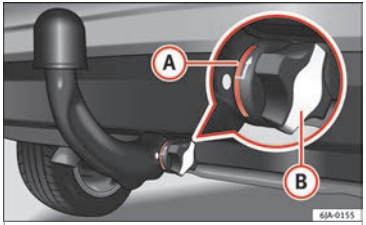

Fig. 199 Correct placement of the ball-headed bar.
- The red mark (A) ››› **Fig. 199** on the manual regulator signals toward the white mark on the ball-headed bar.
- Cover (B) has been placed over the manual regulator lock.